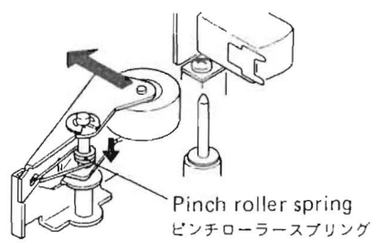

Fig. 5-9
5. If the pinch roller spring (Fig. 5-9) was replaced for repair, always position the spring around the lower half of the spring shaft as shown in Fig. 5-9.